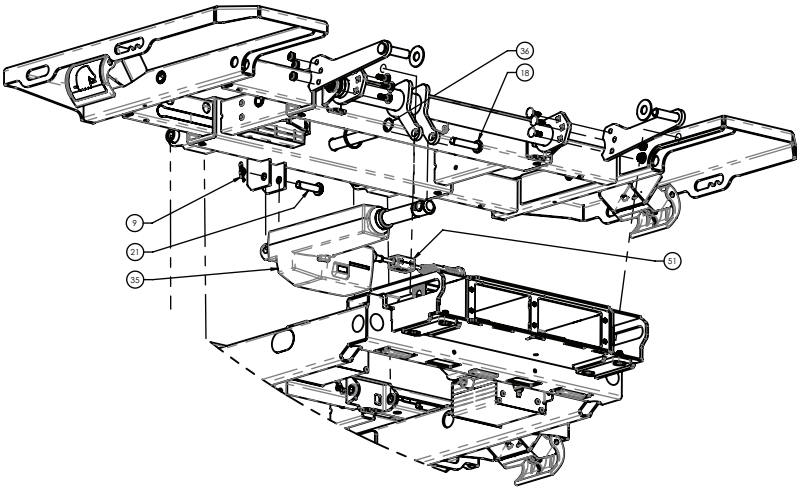

Figure 31 – Remplacement de l'actionneur du pied
7. À l'aide d'une pince à becs fins, retirer le clip de retenue de goupille bêta (9) de l'axe à épaulement du côté tête (21) qui fixe l'actionneur (35) à l'ensemble soudé du plan de couchage (Figure 31).
8. À l'aide d'une pince à becs fins, retirer la bague de retenue circulaire (36) de l'axe à épaulement du côté pieds (18) qui fixe l'actionneur (35) à l'ensemble soudé de la cuisse (Figure 31).
9. Tout en soutenant l'actionneur (35) d'une main, retirer l'axe à épaulement du côté tête (21) et l'axe à épaulement du côté pieds (18), puis abaisser l'actionneur (Figure 31).
10. À l'aide d'un petit tournevis plat, débloquer le raccord rapide du câble d'alimentation/capteur (51) et déconnecter le câble de l'actionneur (35) (Figure 31). Lors de la reconnexion des câbles, insérer complètement et verrouiller la bague de retenue du connecteur rapide du câble.